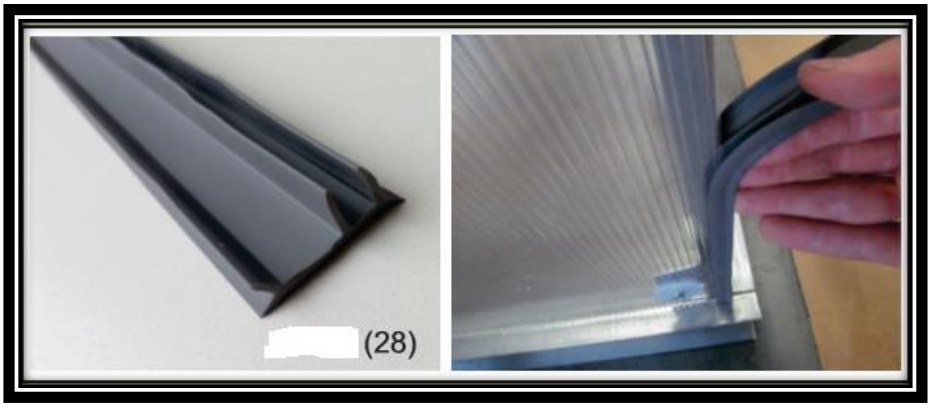

Bild 17
15. Om polykarbonatens sidor täcker valvens ramverk, skär då loss dem längs med stommen. Fäst en gummilist för att täta utrymmet mellan vägg och tak (28) över skivorna, och först därefter bör du placera den övre delen av polykarbonaten (Bild 17).